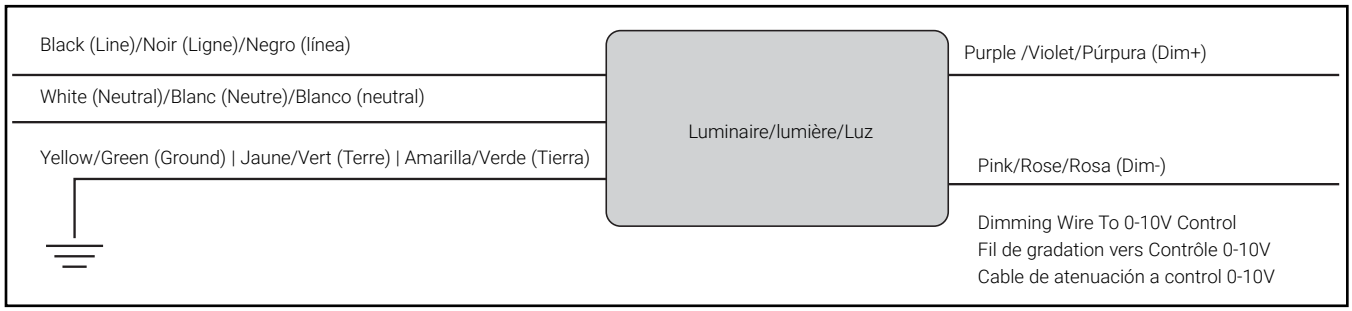

Figure 8.
6. Make electrical connections according to code (Figure 8).